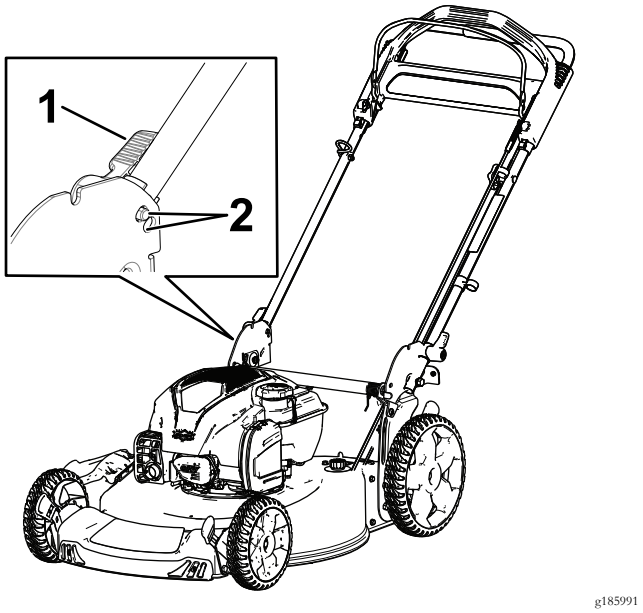

**Rysunek 4**
3. Ustaw blokadę uchwytu w jednej z dwóch pozycji (Rysunek 4), aż bolec wskoczy na swoje miejsce, blokując uchwyt w pozycji roboczej.